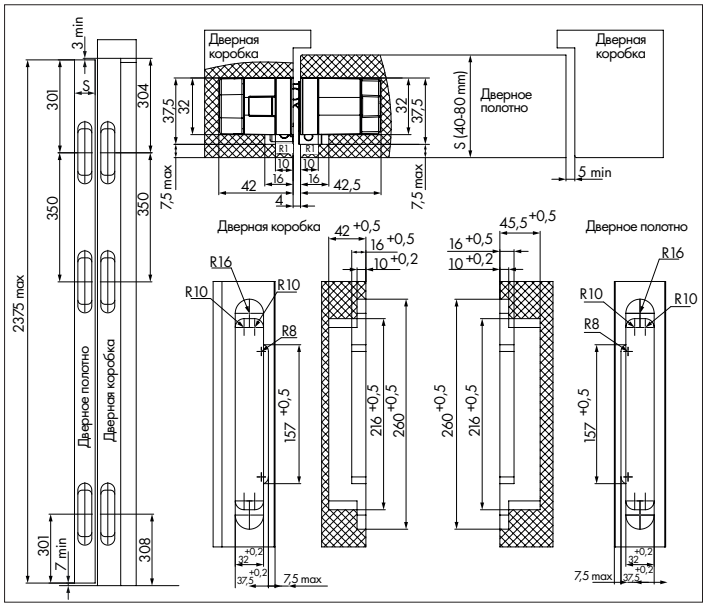

Рисунок 2 — Размеры пазов под петли.
1. Определить количество устанавливаемых петель исходя из массы дверного полотна и наличия доводчика и/или дверного упора. Отфрезеровать установочные пазы под петли в дверном полотне и в дверной коробке (рис. 2).